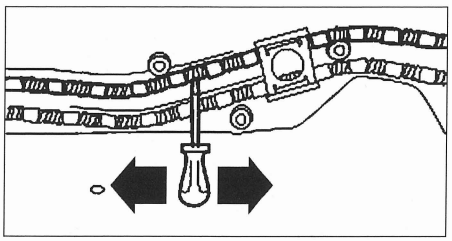

FIG. 83
• Ajustar la posición del eje de guía del cable izquierdo. Para ello, desplazar el cable con un destornillador **(fig. 83)**.